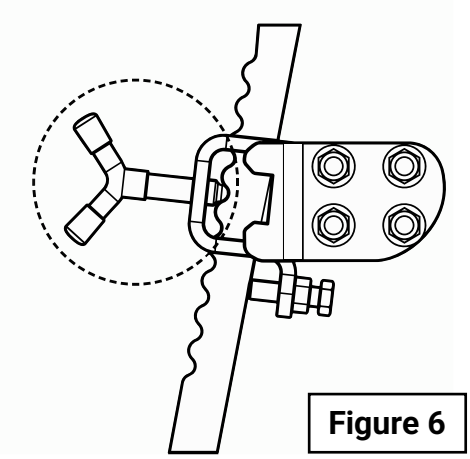

Figure 6
1. Slide the attachment into the Toolbar Holder (I).
2. Lightly adjust the pressure from the Butterfly Screw (Q).
3. Tighten the M8x30 bolt with the multitool bolt tightener. Once you have achieved the desired angle, tighten the M8 nut to secure the tool in place. See Figure 6.